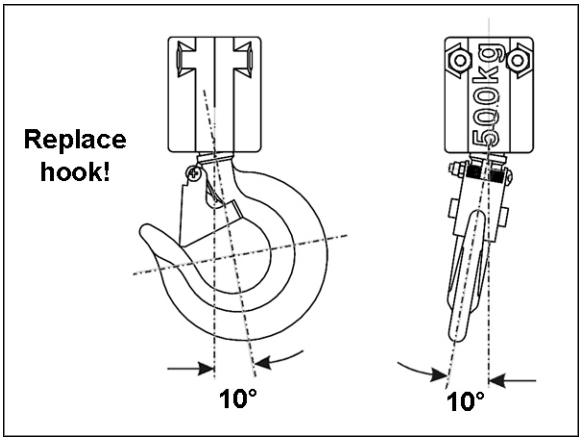

Figure 10
2. The vertical angle at the neck of the hook reaches 10° (see Figure 10).